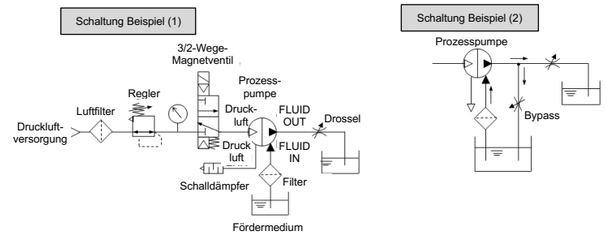

Abb. 2 Schaltkreise für automatisch betätigte Ausführung
Siehe [Abb. 2] für Schaltkreisbeispiele.
<Ein- und Ausschalten> Siehe Schaltkreisbeispiel (1) [Abb. 2].
1. Die Einstellung der Förderleistung am Anschluss der Ausgangsleitung <FLUID OUT> erfolgt mittels einer Drossel auf der Ausgangsseite. Siehe Schaltkreisbeispiel (1) [Abb. 2].
2. Wenn Sie die Pumpe mit einer Durchflussmenge unterhalb des zulässigen Bereichs betreiben wollen, verwenden Sie eine Bypass-Leitung von der Ausgangsseite zur Ansaugseite, um den Mindestdurchfluss innerhalb der Prozesspumpe sicherzustellen. Liegt die Durchflussmenge unterhalb des Mindestdurchflusses, kann es aufgrund eines instabilen Betriebs zum Stillstand der Prozesspumpe kommen. Siehe Schaltkreisbeispiel (2) [Abb. 2] (Mindestdurchfluss: 55-PA3##0 - 1 l/min, 55-PA5##0 - 5 l/min).